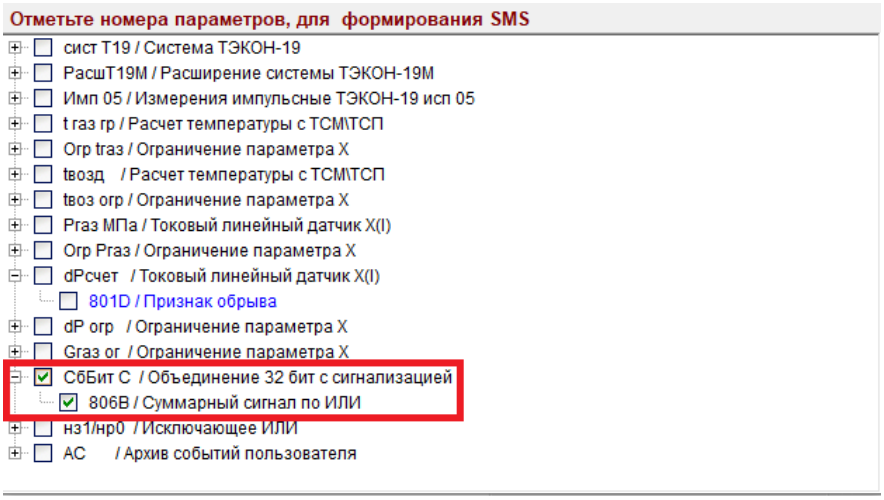

Рисунок 44 – Автоматическое добавление аварийных сигналов
4. В списке битовых параметров (см. рисунок 44) отметить флажком «✓» номера параметров, которые необходимо назначить для формирования SMS об авариях. Ранее назначенные параметры отображаются синим цветом. Навигация по уровням списка осуществляется с помощью кнопок «**+**» и «**–**».